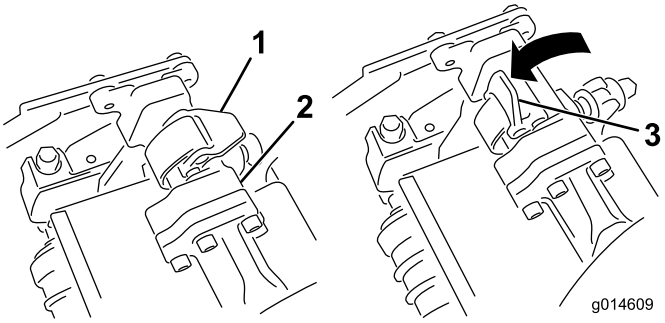
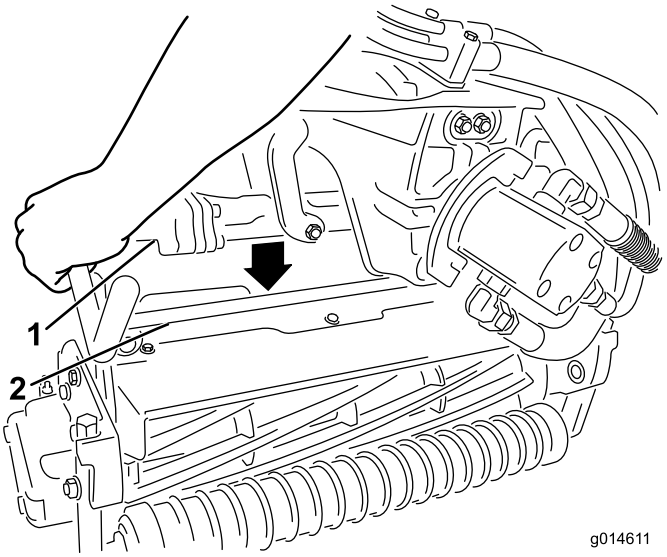

Figuur 30
Figuur 31
3. Zorg ervoor dat de vergrendelingen op de ophangarm omhoog wijzen (dus open staan) (Figuur 30), druk de ophangarm omlaag zodat de stang ervan over de stang aan de bovenkant van het maaidek valt (Figuur 31).
4. Sluit de vergrendelingen rond de stang van het maaidek en vergrendel ze (Figuur 30).
4. Open de vergrendelingen op de stang van de ophangarm van het maaidek dat u wilt verwijderen (Figuur 30).